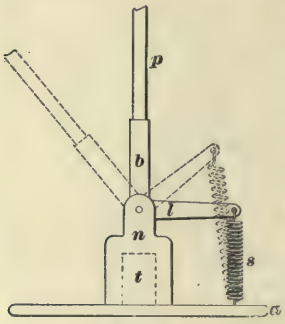

FIG. 9.
**10. Simple Trolley Stand.**—In Fig. 9, *a* is the *base*, the upper part of which forms a pin *t*, over which fits the lower part of the casting *n*; *b* is the socket proper; and *s*, the spring by means of which the pole is made to press against the trolley wire. In the full-line position given in the figure, the pole stands straight up; at its neutral point; the coils of spring *s* are relaxed and therefore exert no influence on the socket casting. When, however, the pole is pulled over to the dotted position, socket casting *l* raises and pulls the coils of spring *s* out, thereby bringing that spring into action. This figure is merely symbolical and is given to show the relation of the several parts.